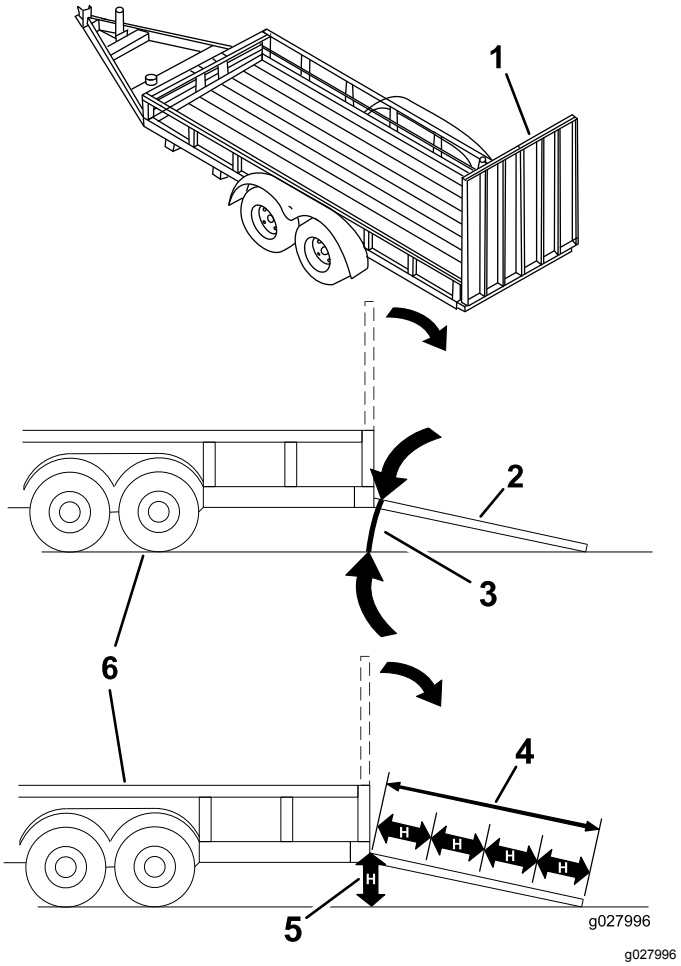

Figur 38
Pålæsning af en maskine på en anhænger eller lastbil øger risikoen for at vippe og kan forårsage alvorlig personskade eller død (Figur 38).
3. Sænk rampen, og sørg for, at vinklen mellem rampen og jorden ikke overstiger 15 grader (Figur 38).
1. Sænk rampen, og sørg for, at vinklen mellem rampen og jorden ikke overstiger 15 grader (Figur 38).